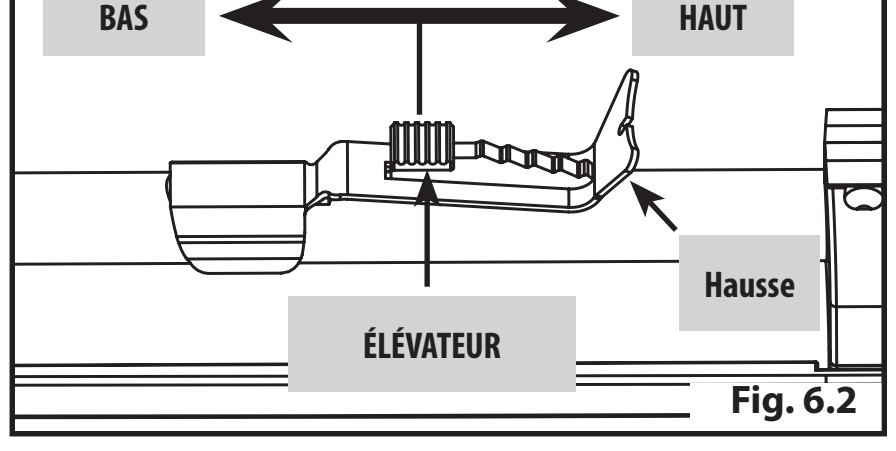

Fig. 6.2
2. Tout en déplaçant l'élévateur, soulevez légèrement la hausse et amenez-la jusqu'à l'encoche désirée de l'élévateur (Fig. 6.2)